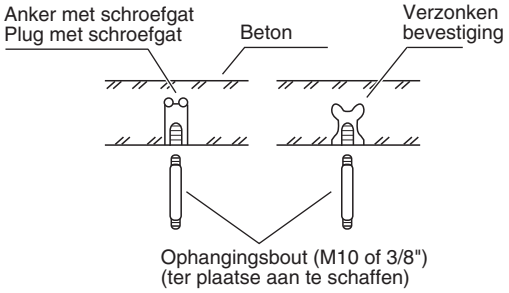

Afb. 3-3
- Breng ophangingsbouten in (Afb. 3-3) of
(2) Schroef de ophangingsbouten in en laat ze ver genoeg uit het plafond steken (Afb. 3-3). (Maak indien nodig een uitsnede uit het plafondmateriaal.)